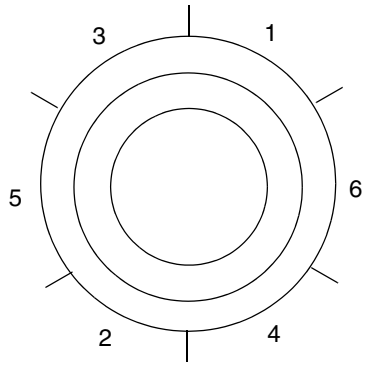

Figure 7. Welding Procedure
2. 2. Weld the spud mounting ring in sections as indicated in Figure 7.
3. Tack weld using the welding sequence shown in Figure 7. Cool each section with water until the temperature is below 700°F (370°C) before proceeding to the next section.
2. Tack weld using the welding sequence shown in Figure 7. Cool each section with water until the temperature is below 700°F (370°C) before proceeding to the next section.